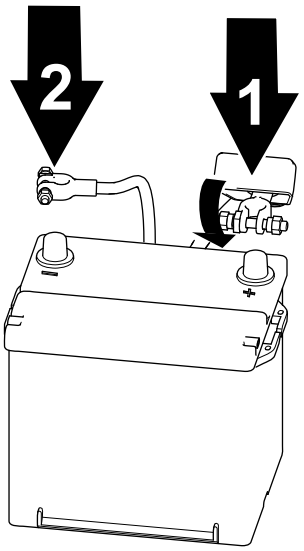

Figura 59
1. Conecte el cable positivo a la batería y apriete la tuerca de pinza de la batería (Figura 59).
2. Conecte el cable negativo a la batería y apriete la tuerca de pinza de la batería (Figura 59).